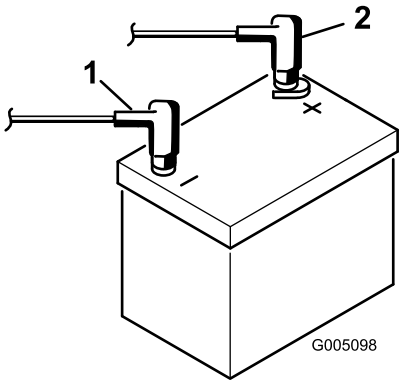

Figur 8
9. Koble den positive kabelen (rød) til den positive (+) polen og den negative kabelen (svart) til den negative (-) polen, og fest dem med bolter og mutre (Figur 8). Skyv gummihetten over den positive polen for å forhindre muligheten for kortslutning.